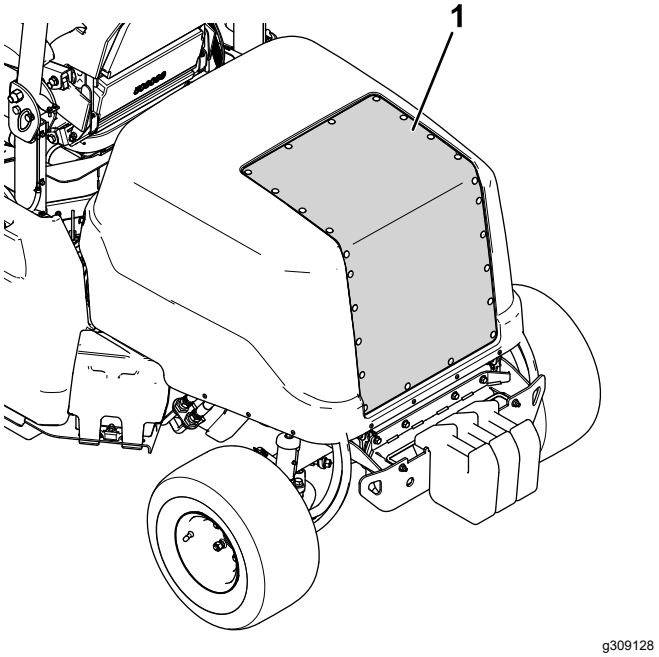

Figur 73
2. Använd tryckluft för att rengöra huvens galler (visas i Figur 73). Rikta luften ut från maskinen.